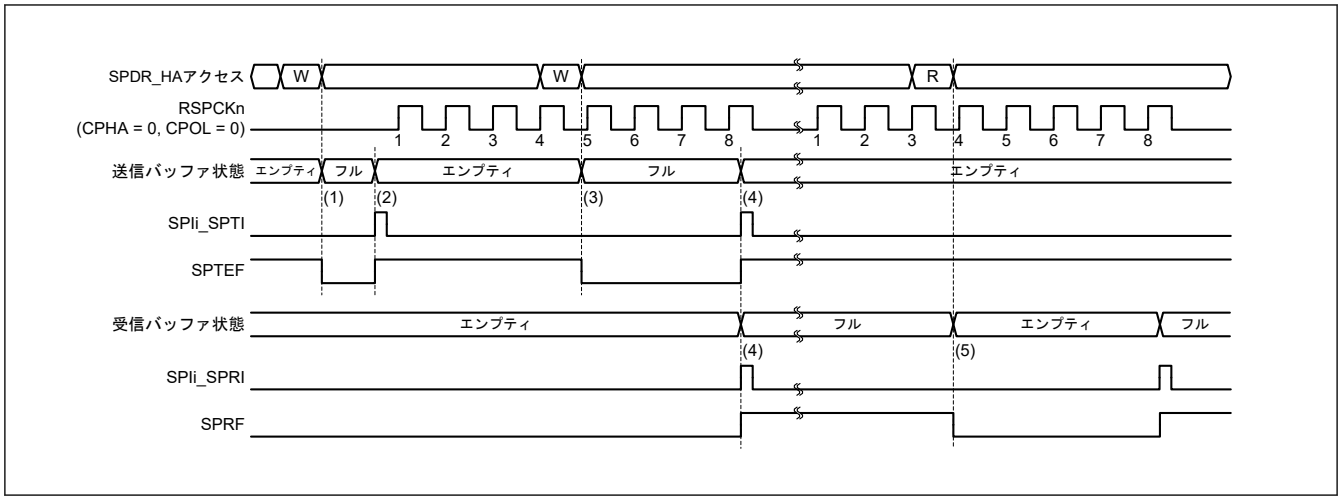
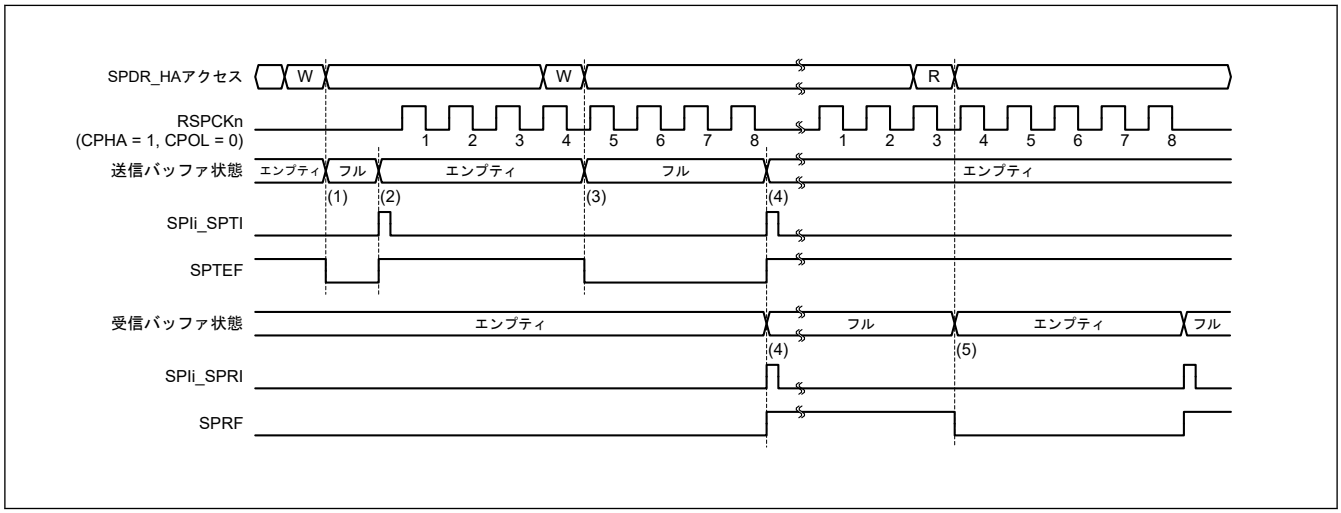

図 28.29 SPIi_SPTI、SPIi_SPRI 割り込みの動作例（CPHA = 0、CPOL = 0）
図 28.30 SPIi_SPTI、SPIi_SPRI 割り込みの動作例（CPHA = 1、CPOL = 0）
図 28.29 および図 28.30 に、送信バッファエンプティ割り込み (SPIi_SPTI) と受信バッファフル割り込み (SPIi_SPRI) の動作例を示します。図 38.26 および図 38.27 に記載した SPDR レジスタアクセスは、SPDR_HA レジスタへのアクセス状況を示しています。W は書き込みサイクル、R は読み出しサイクルを示しています。図 28.29 では、SPCR.TXMD ビットが 0、SPDCR.SPFC[1:0]ビットが 00b、SPCMDm.CPHA ビットが 0、SPCMDm.CPOL ビットが 0 の設定で、SPI が 8 ビットのシリアル転送を実行しています。図 28.30 では、SPCR.TXMD ビットが 0、SPDCR.SPFC[1:0]ビットが 00b、SPCMDm.CPHA ビットが 1、SPCMDm.CPOL ビットが 0 の設定で、SPI が 8 ビットのシリアル転送を実行しています。RSPCKn 波形の下に記載した数字は、RSPCK サイクル数（= 転送ビット数）を示しています。
以下に、図 28.29 および図 28.30 の (1)～(5) での SPI の動作内容を説明します。